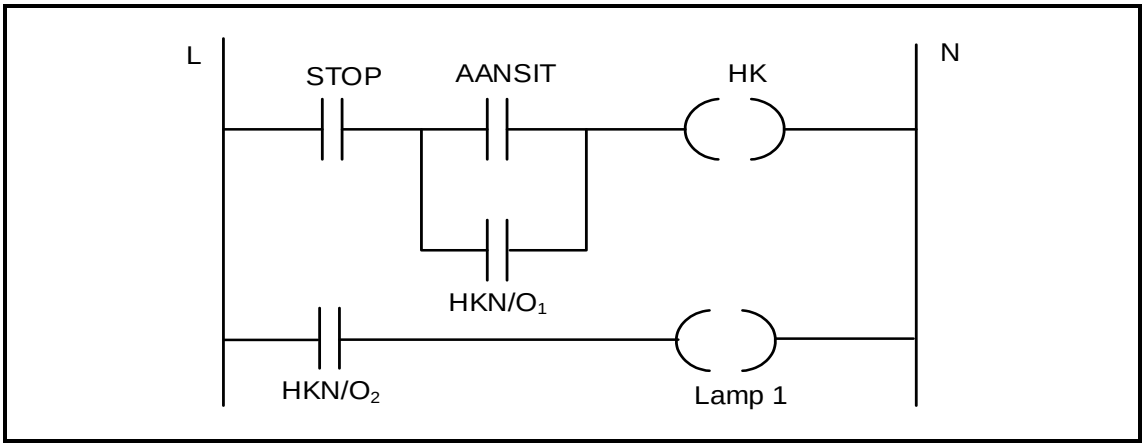

FIGUUR 6.12: LEERLOGIKAKRING (4)
6.12 Verwys na FIGUUR 6.12 hieronder en verduidelik die werksvolgorde van die kring.